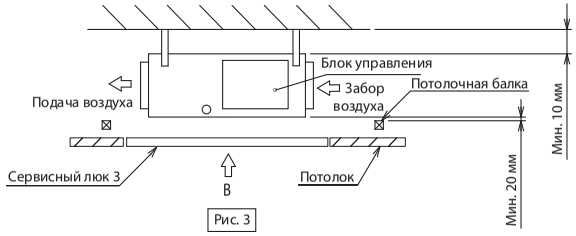

Рис. 3
2. Если пространство под блоком (между блоком и потолком) менее 300 мм (не менее 20 мм под блоком, как показано на Рис. 3):